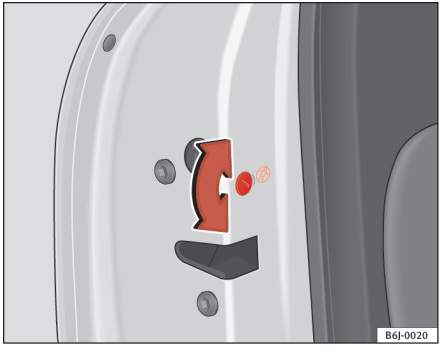

Fig. 40 Børnesikring i venstre dør
– Mens døren er åben, skal du bruge nøglen til at dreje slidsen mod uret i den venstre dør ⇒ fig. 40 og med uret i den højre dør.
– Mens døren er åben, skal du bruge nøglen til at dreje slidsen mod uret i den højre dør og med uret i den venstre dør ⇒ fig. 40.